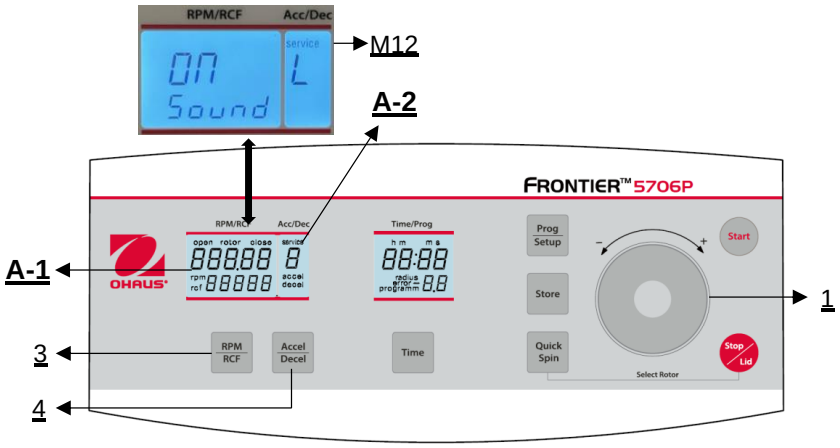

**Figure 30**
Proceed as described under point 4.1.1 to enter this program mode and then press the key **"Accel/Decel"** (4). In the display **"Acc/Dec"** (A-2) the word **"Service"** (M12) flashes. Now select the letter **"L"** with the touch wheel (1). As a result, the words "On Sound" appears in the display **"RPM | RCF"** (A-1). If you press the key **"RPM | RCF"** (3) now, the word **"On"** flashes and you can switch off the sound with the touch wheel (1) **(see Figure 30).**